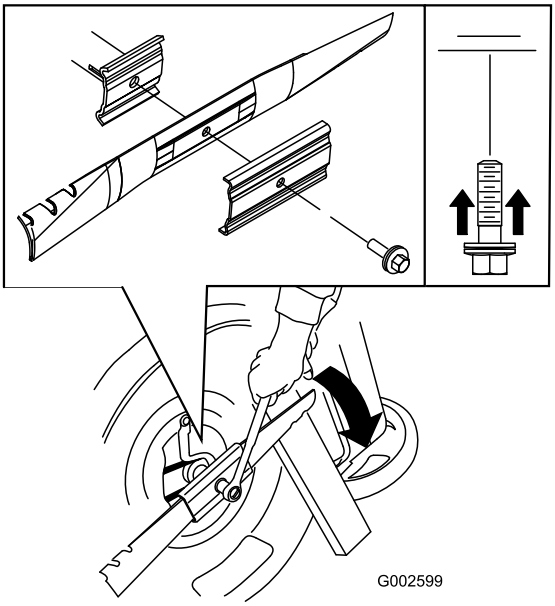

Figuur 45
3. Gebruik een blok hout om het mes stil te houden (Figuur 45).
4. Verwijder het mes en bewaar alle bevestigingselementen (Figuur 45).
5. Monteer het nieuwe mes en alle bevestigingselementen (Figuur 45).